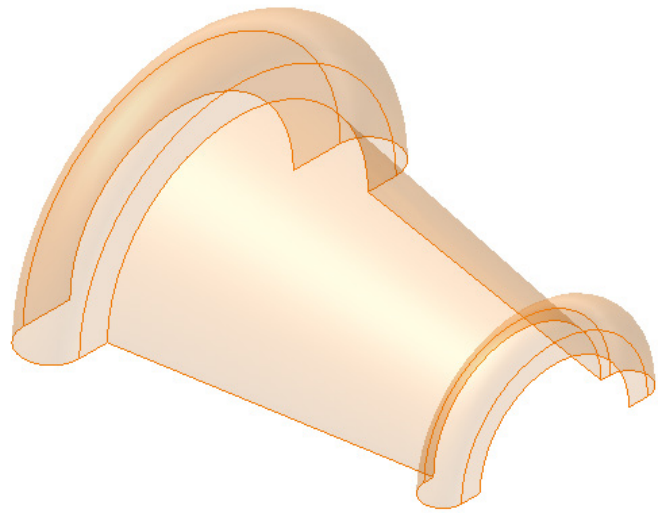

Figure 18-53 *Base surface*
5. Enter **180** in the **Angle** edit box in the **Behavior** node. Next, choose **OK**; the base surface is created, as shown in Figure 18-53.